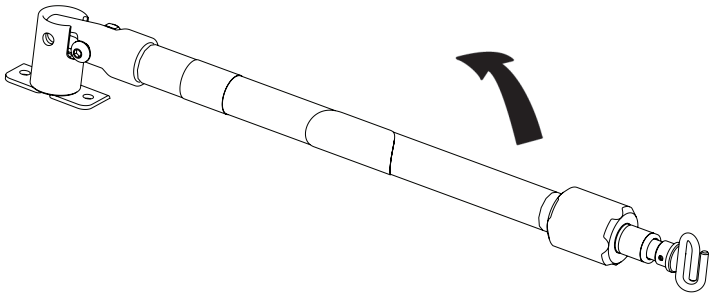

Figure 63
1. Soulever et tourner le support de perfusion replié et l’enclencher à fond dans son logement en appuyant dessus (A).
2. Pour allonger le support, tourner le verrou de blocage (B) dans le sens antihoraire et tirer sur la partie inférieure télescopique (C) du support pour l’élever à la hauteur voulue.
3. Tourner le verrou de blocage (B) dans le sens horaire pour bloquer la partie inférieure télescopique en place.
4. Pour rallonger davantage le support, tirer sur la section (D) jusqu’à ce que le clip à ressort (E) s’engage.
5. Suspendre les poches à perfusion sur le crochet à perfusion (F).
6. Pour abaisser le support de perfusion, appuyer sur le clip à ressort (E) et glisser la section (D) à l’intérieur de la section (C). Tourner le verrou de blocage (B) dans le sens antihoraire et glisser la section (C) dans le tube inférieur.
7. Tourner le verrou de blocage (B) dans le sens horaire pour le serrer.
8. Soulever et tourner la potence vers le bas en position repliée (cf. Figure 63).